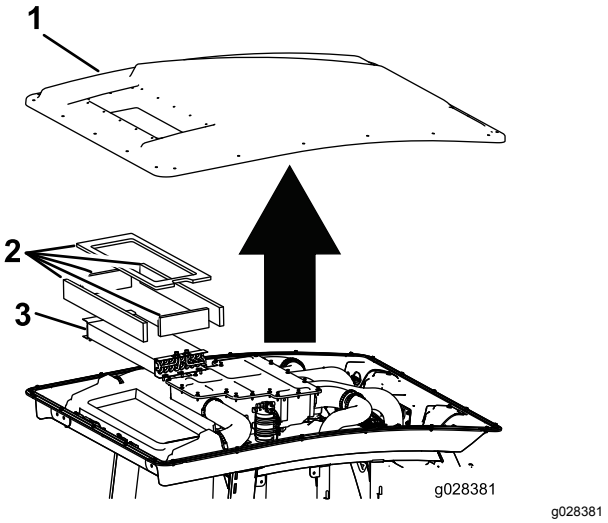

**Figur 115**
3. Afmonter førerhusets tag ved at afmontere de 22 bolte, der fastgør taget (Figur 115).
4. Afmonter luftfiltrene (Figur 115).
5. Afmonter og rengør airconditionanlæggets kølespiraler (Figur 115).